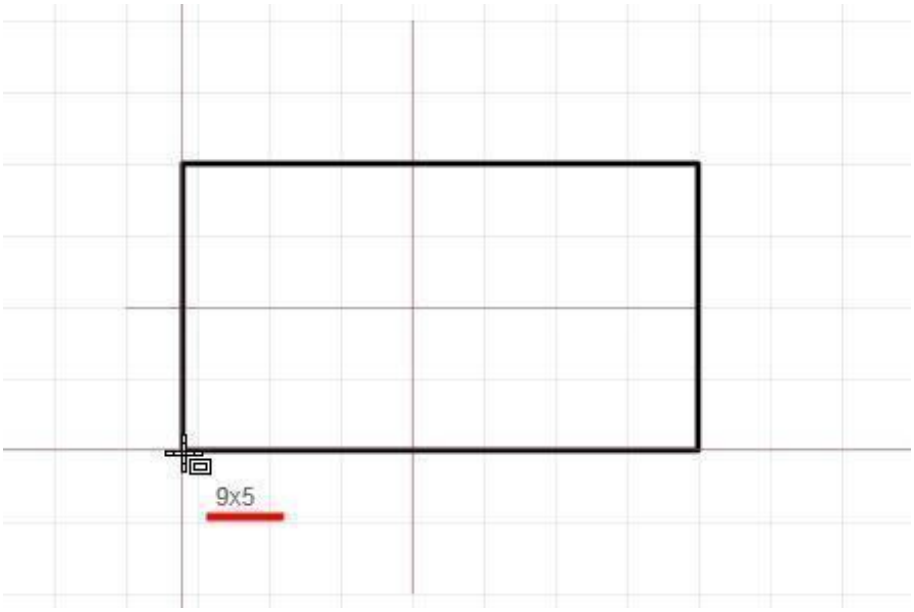

Рис. 28. Размещение прямоугольника
2. Укажите положение одного из углов прямоугольника. Для этого поместите курсор в нужную точку и нажмите левую кнопку мыши. Далее задайте нужный размер прямоугольника, перемещая курсор (см. Рис. 28). Перемещение курсора указывает положение противоположного угла прямоугольника. При этом в графический редактор отображает возможный вид прямоугольника, а рядом с курсором выводится текущий размер прямоугольника.